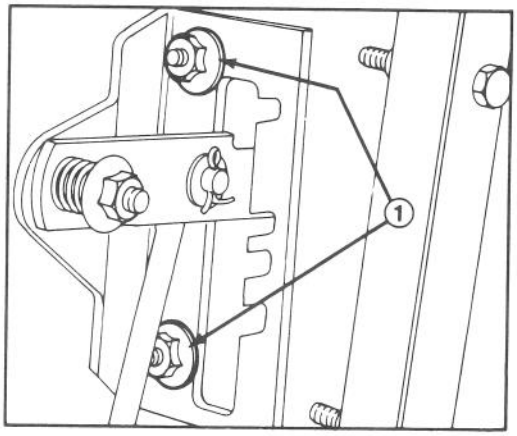

Abbildung 29
2. Bundmuttern, die die Schalterplatte an die Schildplatte befestigen, lösen. Somit kann die Schalterplatte einwandfrei bewegt werden Abb. 29).